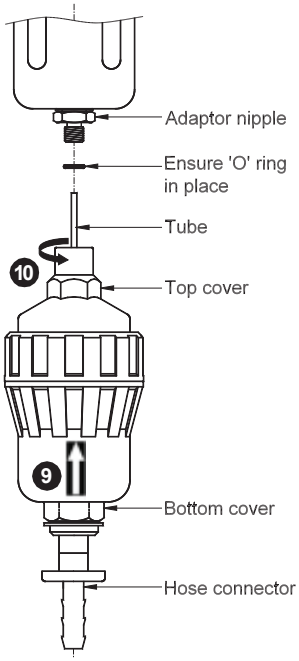
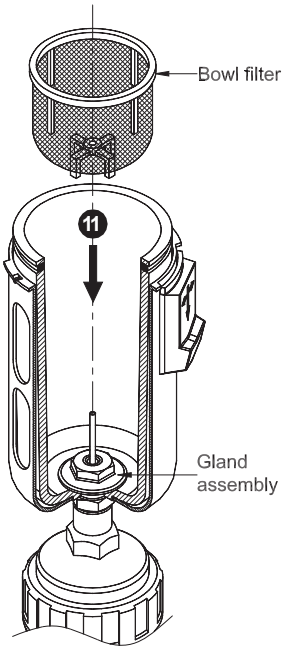

FIG. 5
FIG. 6
2) To assemble the gland assembly onto the filter bowl: (Ref: FIG.5).
c) Position the bowl filter through the auto drain tube (Ref: FIG.6). A flexible plastic hose can be connected to the hose connector to drain the water away from the workplace (Ref: FIG.5).